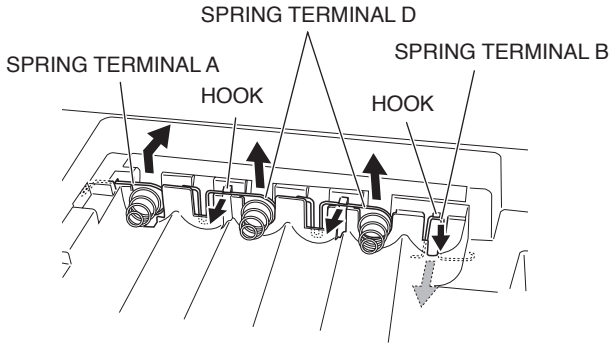
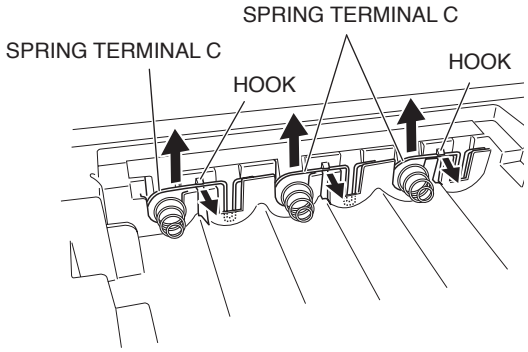

Fig.11
Fig.12
6. Lift the spring terminal A a little and slide it in the upper right direction to remove it. (Fig.11)
7. Remove the hook for the spring terminal B to pull it out from inside. (Fig.11)
2. Remove the hooks to pull out the spring terminal C and spring terminal D. (Fig.11, Fig.12)